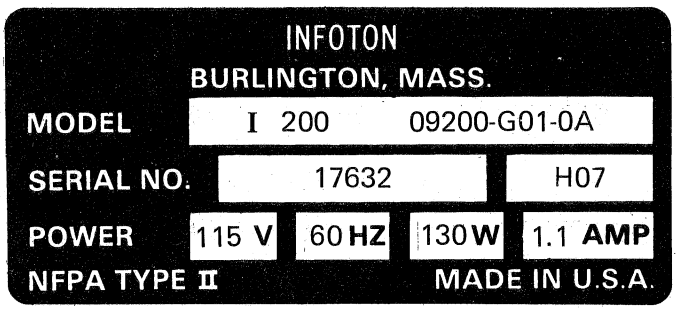

Figure 17 I200 Series Name Plate
- Identify the terminal by name and serial number (see Figure 17). The serial number name tag is located on the bottom of your I200 terminal.